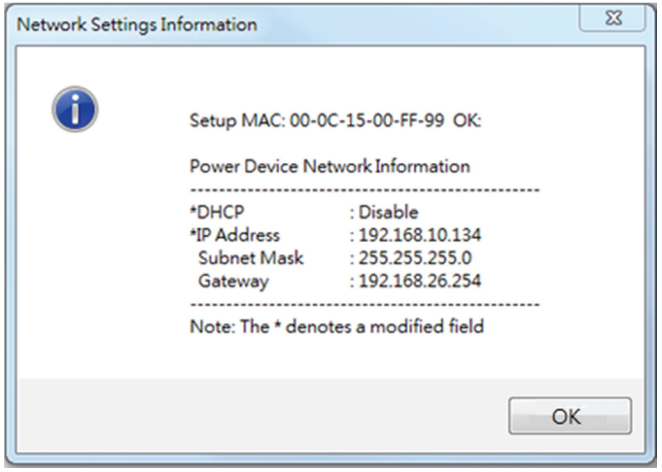

**Figure 4. Setup IP Address successfully message.**
8. If the IP address change is successful, you will see a message confirming the IP set up is OK, as shown in Figure 4.